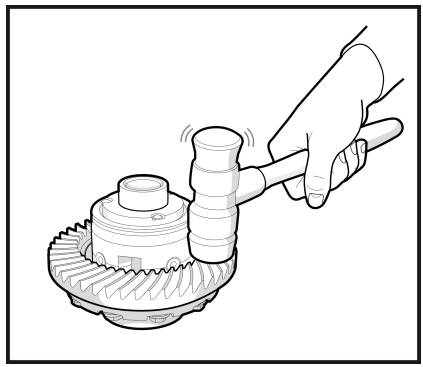

Рис. 17
2.8 Установите ведомую шестерню на корпус блокировки, совместив её резьбовые отверстия с отверстиями корпуса. (**Рис. 17**)